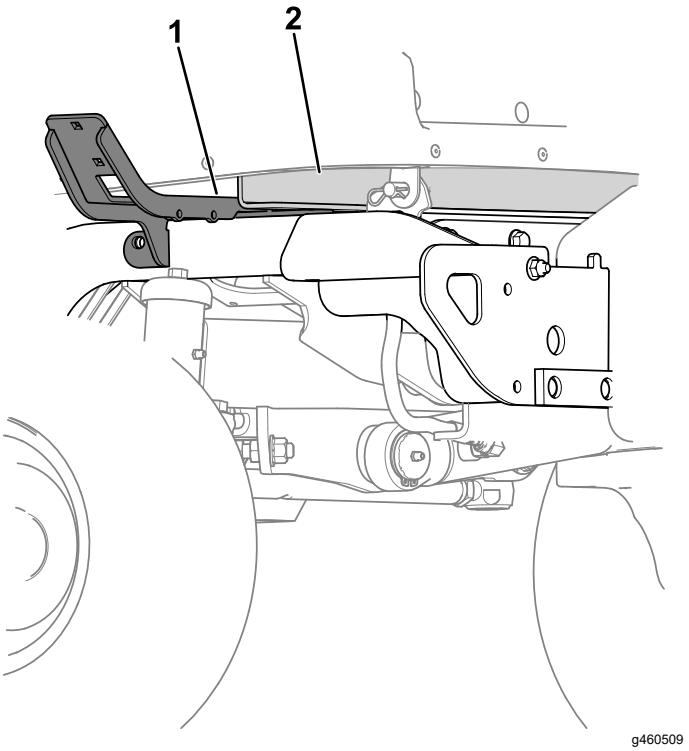

Figur 16
2. Hæv batteribakken en smule, og indsæt det venstre beslag og det højre beslag mellem batteribakken og rørstellet (Figur 16).